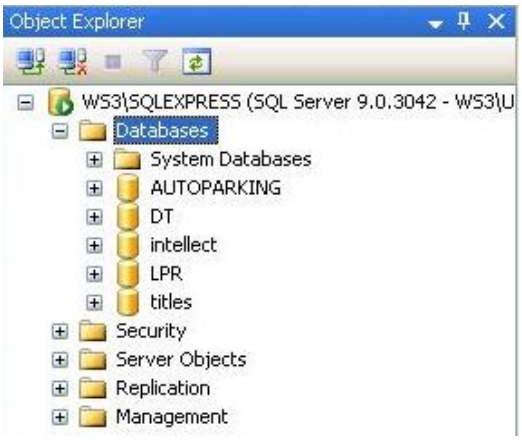

Figure 12.10-12 Selecting the "Databases"
2. *Select the “Databases” (Figure 12.10-12);*